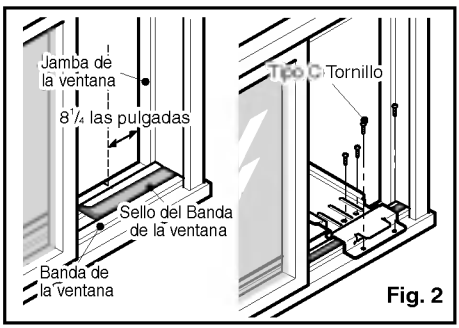

Fig. 2
3. Mida y marca suavemente una línea de 8-1/4 pulgadas desde la jamba de la ventana. Centre el conjunto del soporte en la banda de la ventana y ajústelo con 4 tornillos del tipo C (Fig. 2).